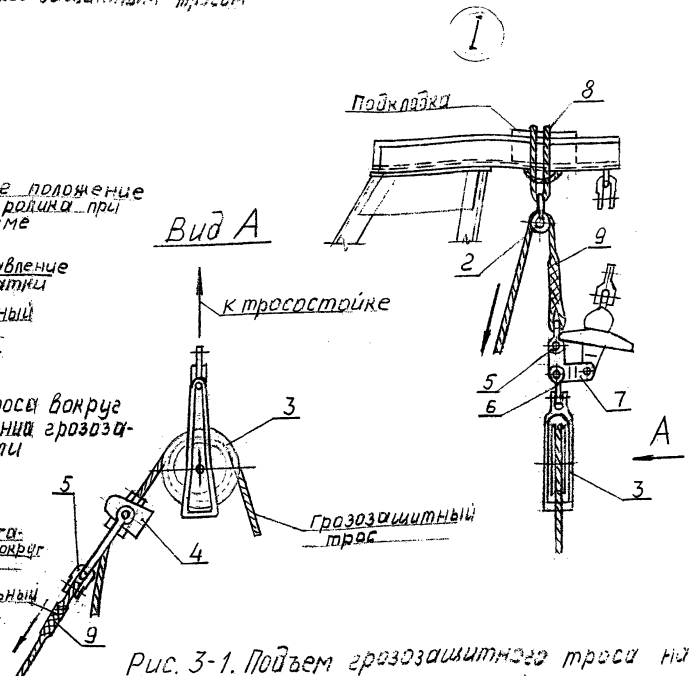

Рис. 3-1. Подъем грозозащитного троса на промежуточную опору
2.3.5. Поднять и закрепить грозозащитный трос в раскаточном ролике на тросостойке опоры (*см. рис. 3-1*).